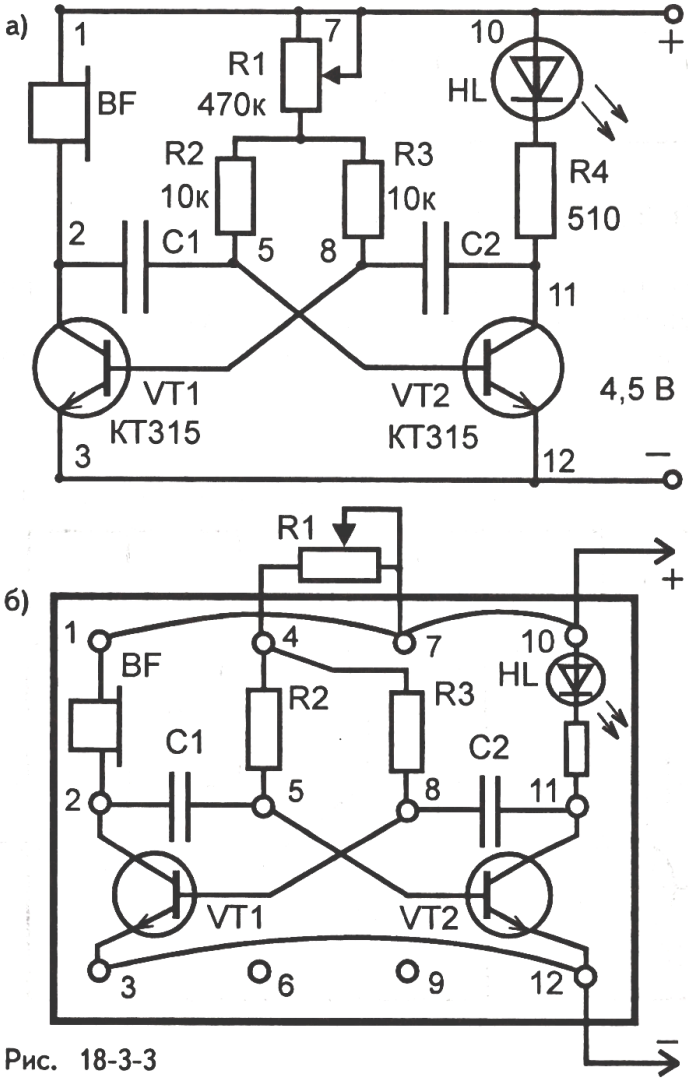

Рис. 18-3-3
1. Соберите схему по рис. 18-3-3, где между плюсовым проводом питания и соединенными вместе базовыми резисторами *R2* и *R3* включите переменный резистор *R1*. В одно из плеч мультивибратора включите телефон *BF*, в другое - светодиод. Конденсаторы *C1* и *C2* могут быть любыми, в пределах от 0,01 мкФ до 500 мкФ.